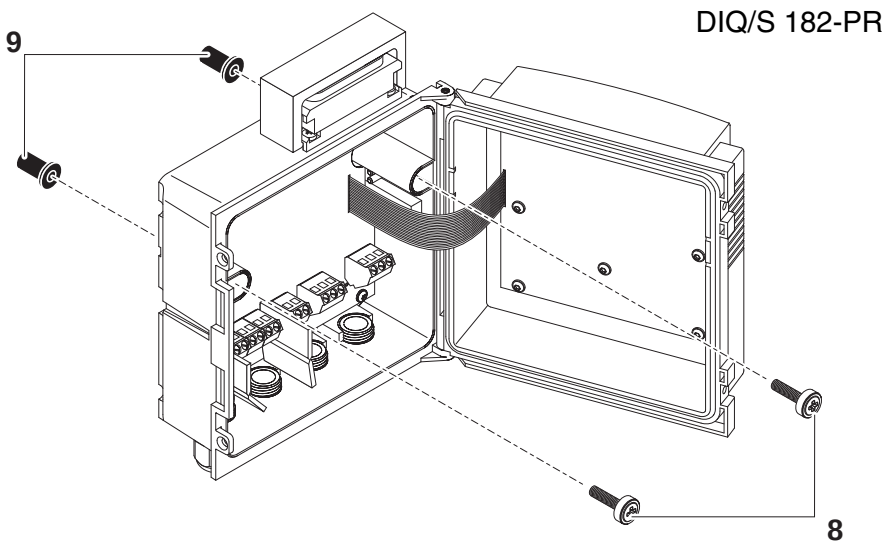

Fig. 3-3 Premounting the ISO blind nuts (variant 1)
6	Insert the cheese-head screws (pos. 8 in Fig. 3-3) with the plastic washers in the drilled mounting holes in the enclosure and loosely screw in the ISO blind nuts (pos. 9).
7	Attach the prepared Universal Transmitter to the lid of the MIQ module. At the same time, ensure that the two clips on the Universal Transmitter click into place in the lid of the MIQ module. Subsequently, tighten the two screws (pos. 8 in Fig. 3-3).